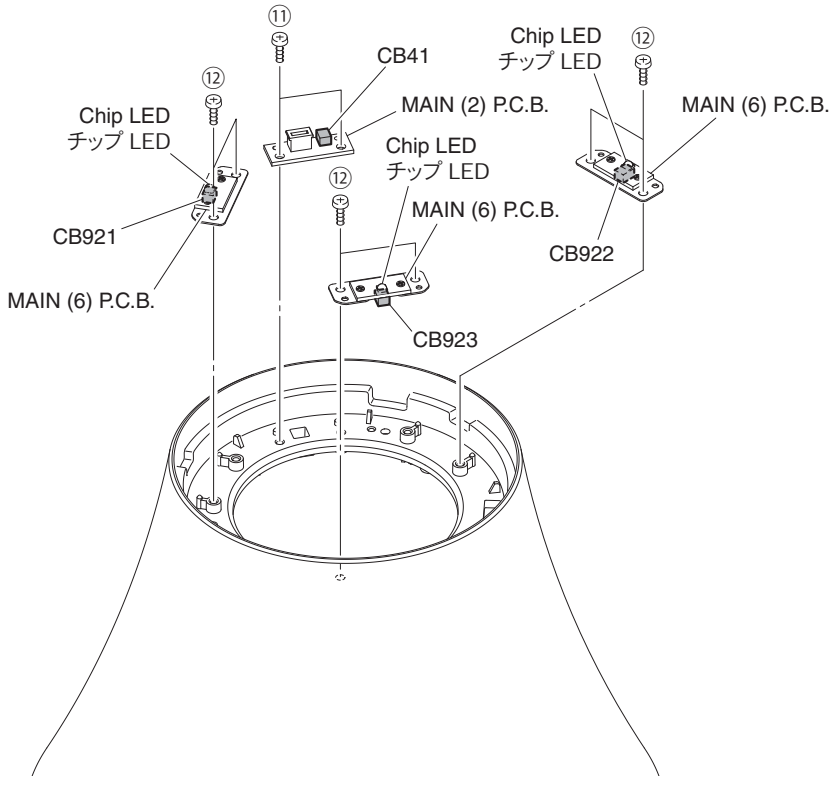

Fig. 8
8. Removal of MAIN (2) and (6) P.C.B.s (Fig. 8)
a. Remove 2 screws (⑪).
c. Remove the MAIN (2) P.C.B.
d. Remove 6 screws (⑫).
f. Remove the MAIN (6) P.C.B.
* If MAIN (6) P.C.B. or the chip LED on the P.C.B. has been replaced, check for following LED lighting conditions after turning on the power.
* It is recommended to replace MAIN (6) P.C.B. or chip LED on the P.C.B. with new ones, at all 3 locations.
* The same parts are installed on MAIN (6) P.C.B. Therefore, installed MAIN (6) P.C.B. vary in the order depending on products.
8. MAIN（2）、（6）P.C.B. の外し方（Fig. 8）
a. ⑪ のネジ 2 本を外します。
d. ⑫ のネジ 6 本を外します。